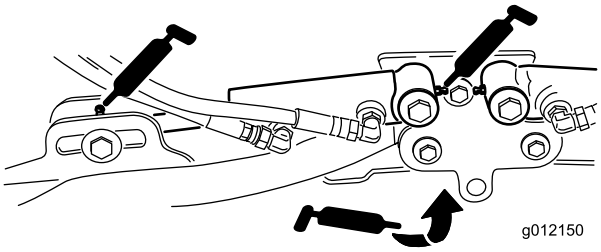

Figuur 45
- Cilinders van hefarm van maaidek (2 elk) (Figuur 45)
- Draaipunten van hefarm (1 elk) (Figuur 45)